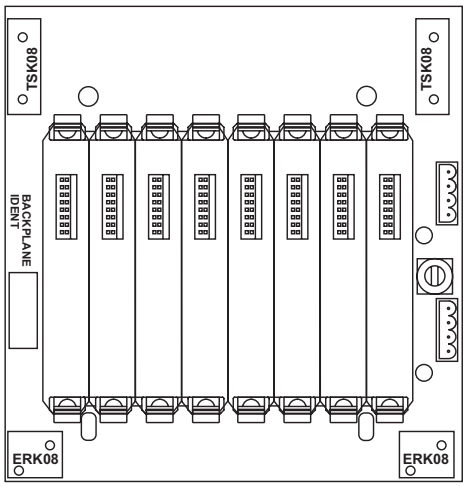

Figure 4.6: Backplane layout showing locations for labels and attachment of accessories
a) Attach a suitably marked label to the area marked BACKPLANE IDENT. to identify an individual backplane. See Figure 4.6.